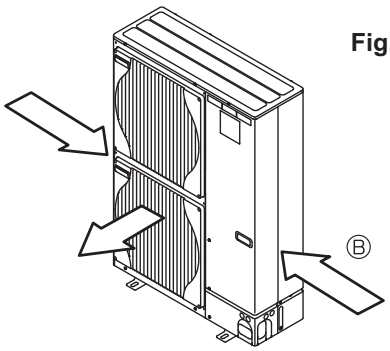

Fig. 3-4
③ Bringen Sie die Anlage so an, dass die Abluft aus der Luftaustrittsöffnung im rechten Winkel zu derjenigen Richtung geführt wird, aus der saisonal bedingt starker Wind bläst. (Fig. 3-4)